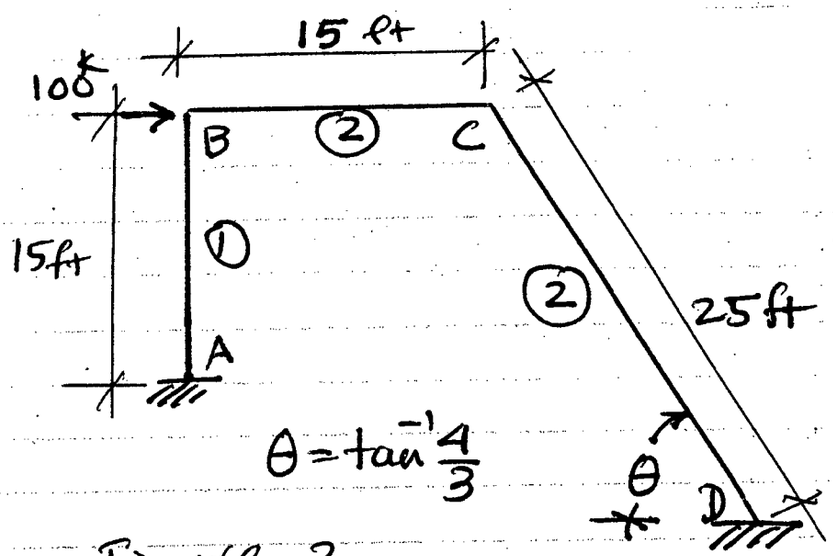

Figure 3
2. Analyse the frame shown in Figure 3 by the method of moment distribution. In the figure the relative k-value for each member of the loaded one-story bent with an inclined leg is encircled. **($46\frac{2}{3}$)**